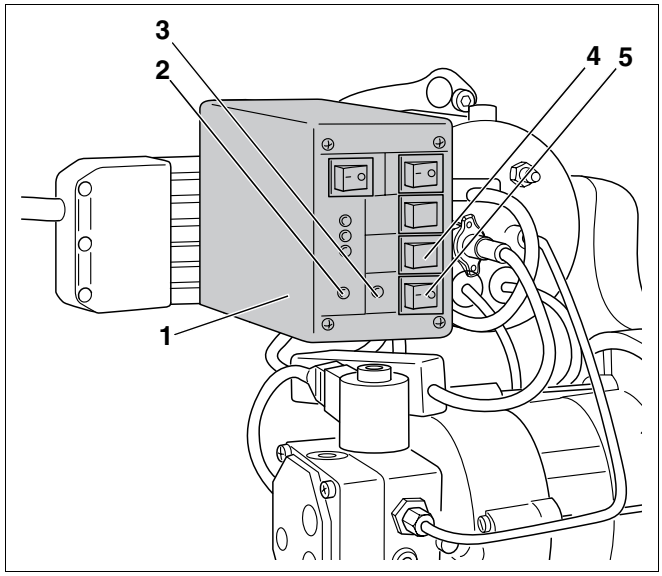

Fig. 30 Sfiato della tubazione gasolio con tester bruciatore
– Tester bruciatore (fig. 30, **pos. 1**; accessorio) – se il gasolio deve essere aspirato dalla pompa che si trova sul bruciatore.
Segue la descrizione dello sfiato della tubazione del gasolio con il tester del bruciatore (fig. 30, **pos. 1**).
- Inserire il tester del bruciatore (fig. 30, **pos. 1**) nello zoccolo libero.
- Accendere l'interruttore d'esercizio dell'apparecchio di regolazione. Il LED (rosso) lampeggia (fig. 30, **pos. 2**).
- Accendere il tester del bruciatore con l'interruttore d'esercizio (fig. 30, **pos. 5**). I due LED (rosso e verde) lampeggiano (fig. 30, **pos. 2** e **3**).
- Accendere l'interruttore di esclusione del preriscaldatore del gasolio (fig. 30, **pos. 4**).